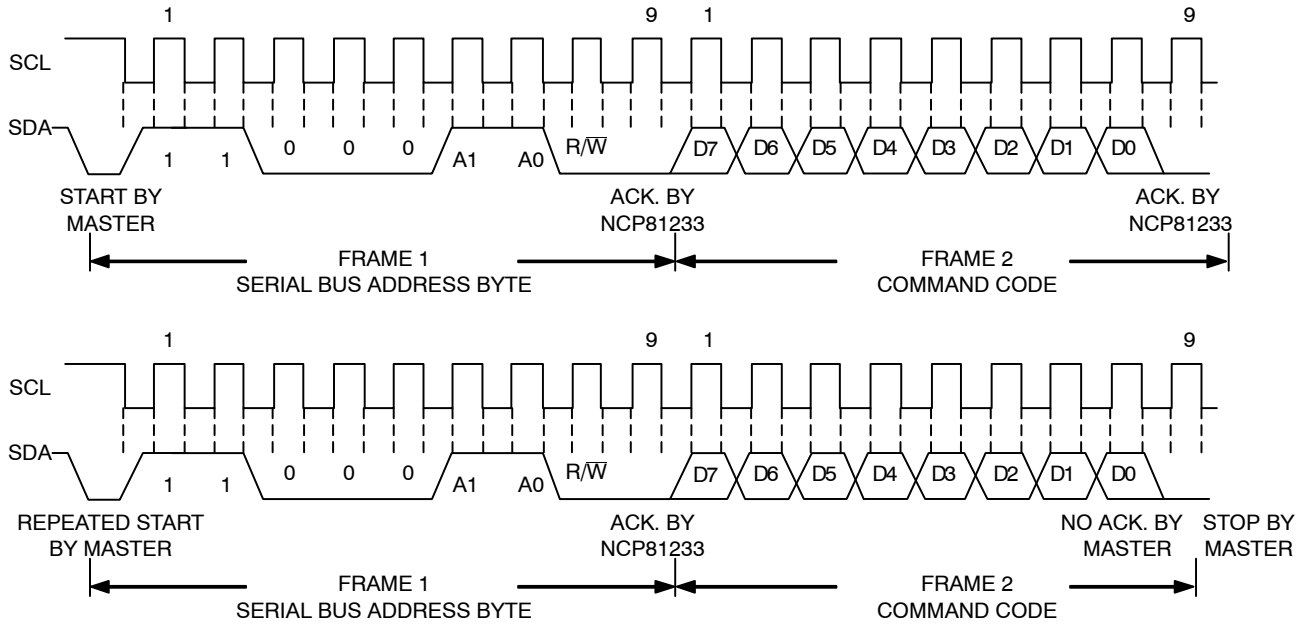

Figure 21. Read Byte
- The read byte operation is shown in Figure 21. First the command code needs to be written to the NCP81233 so that the required data is sent back. This is done by performing a write to the NCP81233 as before, but only the data byte containing the register address is sent, because no data is written to the register. A repeated start is then issued and a read operation is then performed consisting of the serial bus address; R/W bit set to 1, followed by the data byte read from the data register.